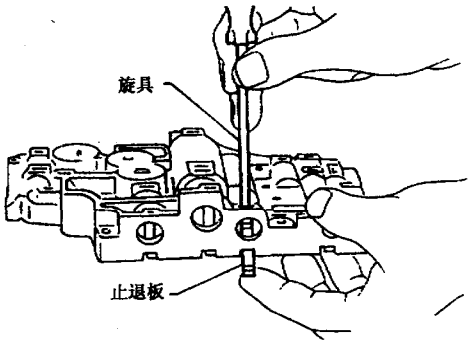

图 9－13－62
(2) 如图 9－13－63 所示，挡住弹簧，拆下止退板、堵塞或套筒。拆堵塞时要小心缓慢，防止内部元件弹出。